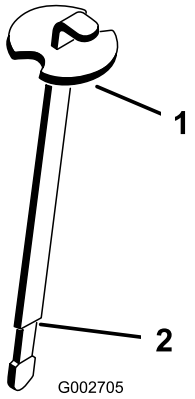

Figur 16
3. Fjern målepinden fra påfyldningsstudsen, og tør den af med en ren klud. Indfør målepinden i påfyldningsstudsen, tag den op igen, og kontroller væskestanden. Væskestanden skal nå op til mærket (indsnøringsområdet) på målepinden (Figur 16).